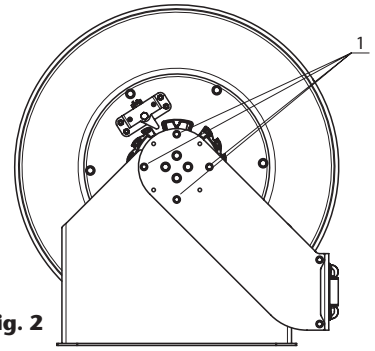

Fig. 2
Um die Führungsarme in die gewünschte Stellung zu bringen, müssen die Schrauben (1) (Abb. 2) an beiden Armen gelöst und entfernt werden, so dass die Trommel zusammen mit den Führungsarmen vom Rahmen getrennt ist. Daraufhin können die Arme in die gewünschte Stellung gebracht und mit denselben Schrauben wieder befestigt werden.